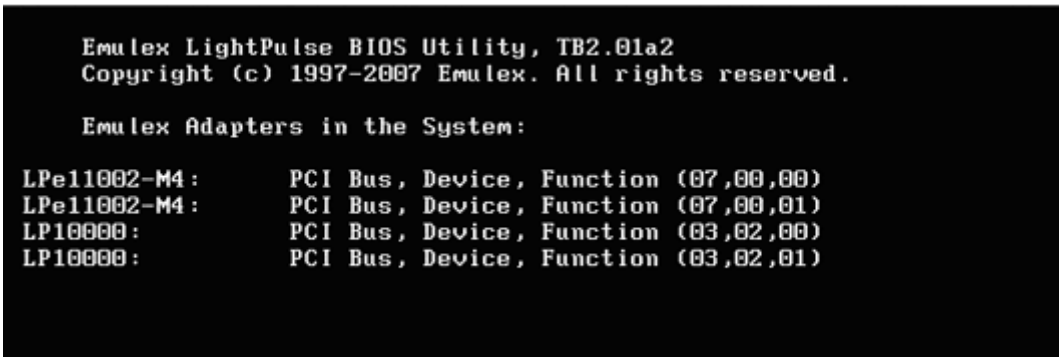

Figure 1: Adapter Listing screen
2. Press and hold down **<Alt>** or **<Ctrl>** and press **<E>** immediately (within five seconds) when the bootup message to start the BIOS utility is displayed. An adapter listing is displayed (Figure 1).